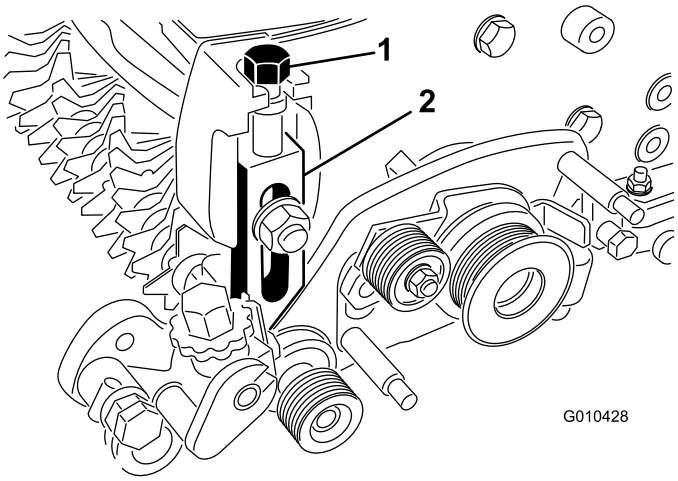

Figura 14
6. Avvitate il bullone di regolazione dell'altezza di taglio nella parte superiore del gruppo del braccio regolatore sinistro (Figura 14).
7. Installate il gruppo braccio regolatore sinistro sulla piastra laterale dell'apparato di taglio utilizzando il bullone a testa tonda, il dado e la rondella esistenti (Figura 14).
10. Avvitate la vite di regolazione dell'altezza di taglio nella parte superiore del gruppo del braccio regolatore destro (Figura 14).
12. Installate il gruppo braccio regolatore destro sulla piastra laterale dell'apparato di taglio utilizzando il bullone a testa tonda, il dado e la rondella esistenti (Figura 14).